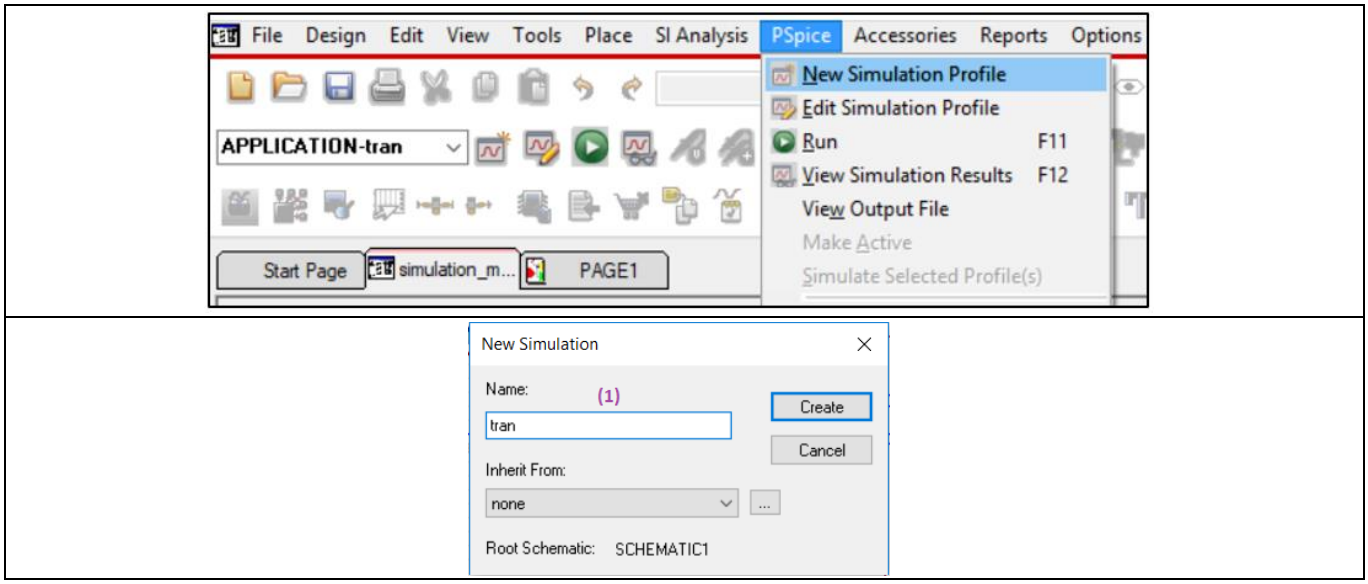

Figure 7 New simulation profile
As shown in **Figure 7**, from the main menu select **PSpice**, choose **New Simulation Profile**, set the name of the simulation profile and click on **Create (1)**.